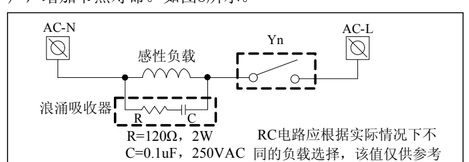

图8　交流负载电路
① 空端子，请勿配线。
② 熔断器：当输出端子上连接的负载短路时，有可能会烧坏印刷电路板，请务必在输出中加入起保护作用的熔断器且熔断器≤5A。
③ 紧急停止：使用外部开关。
④ 交流电源。
⑤ 浪涌吸收器：PLC的输出继电器没有内部保护电路，因此在使用交流电感性负载时，外部电路应考虑RC瞬时电压吸收电路，请并联接上一个浪涌吸收器。可减少交流负载上的噪声，增加节点寿命。如图8所示。